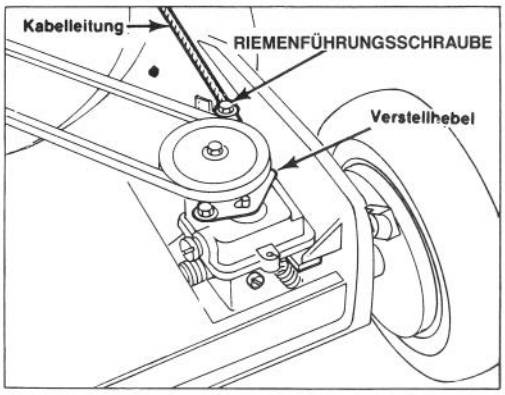

Abbildung 18
3. JUSTIERUNG (Abb. 18) — Die Riemenführungsschraube soweit lösen, bis die Kabelleitung verschoben werden kann. Den am Griff angebrachten Antriebshebel auf AUS in Arretierstellung bringen. Den Verstellhebel zur Klemmschraube bewegen und befestigen. An der Kabelleitung ziehen, um sie zu spannen. Danach die Riemenführungsschraube wieder festziehen.